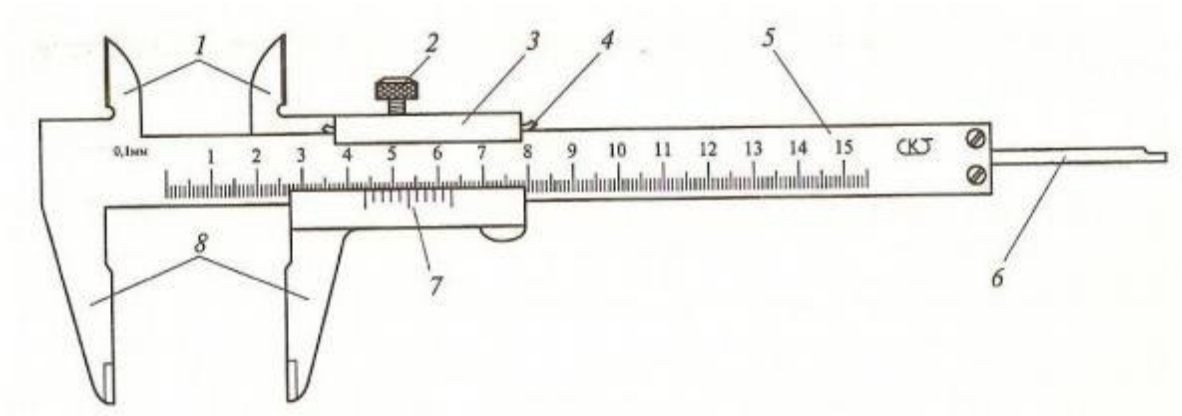

Рис. 1.4.
8. Перечислите основные части штангенциркуля ШЦ – I, изображенного на рис. 1.4. и внесите их в таблицу